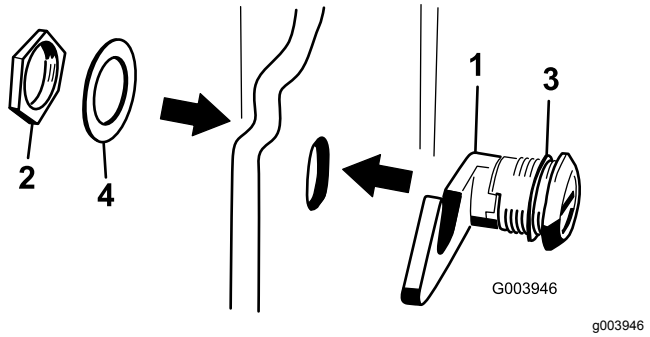

Figuur 18
3. Verwijder de moer van de motorkapsluiting (Figuur 18).